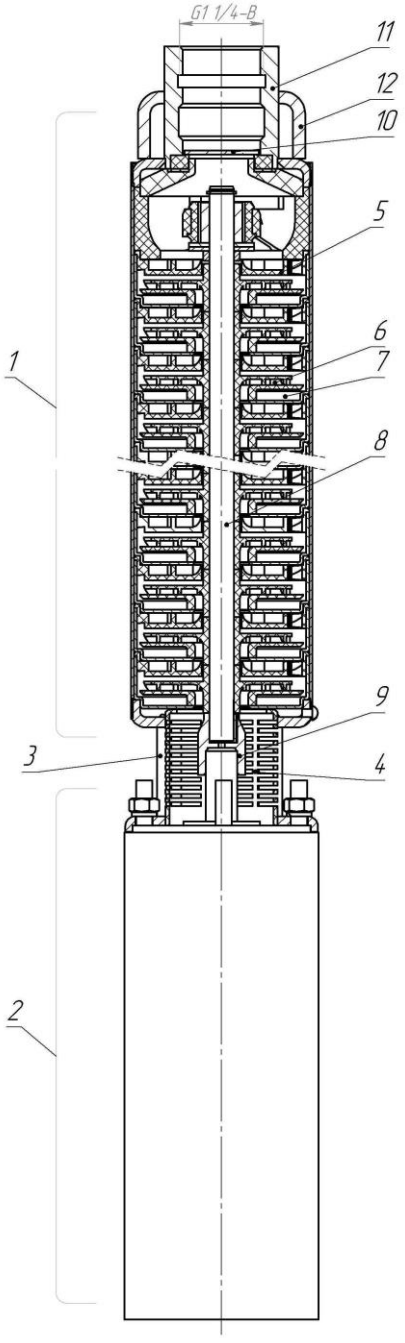

Рис.2
4.1 Агрегат состоит из насоса 1 и электродвигателя 2, соединенных между собой при помощи фонаря 3, внутри которого располагается фильтр 4 (см. рис. 2).
6.2 Перед установкой агрегата в скважину провернуть вал 8 насоса за шлиц через патрубок напорный 11 (см. рис. 2). Вал должен легко проворачиваться в обе стороны без заеданий. В случае тугого вращения поместите агрегат в воду на 15 минут и повторите операцию в воде.